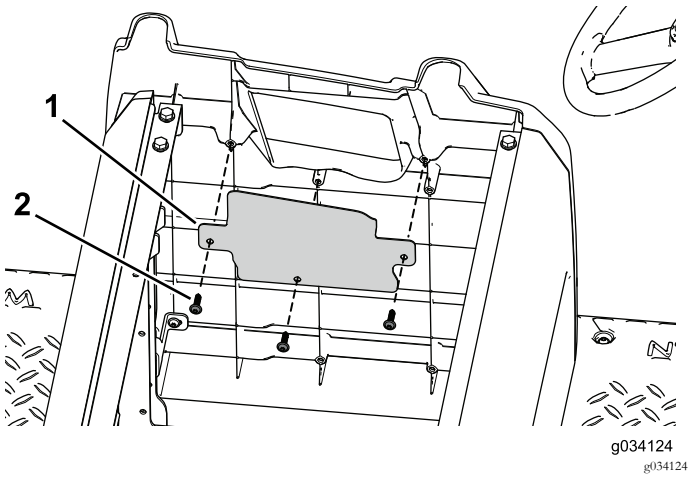

Figure 95
6. Utilisez les 3 vis autotaraudeuses pour fixer la plaque d'obturation à la plaque latérale (Figure 95).